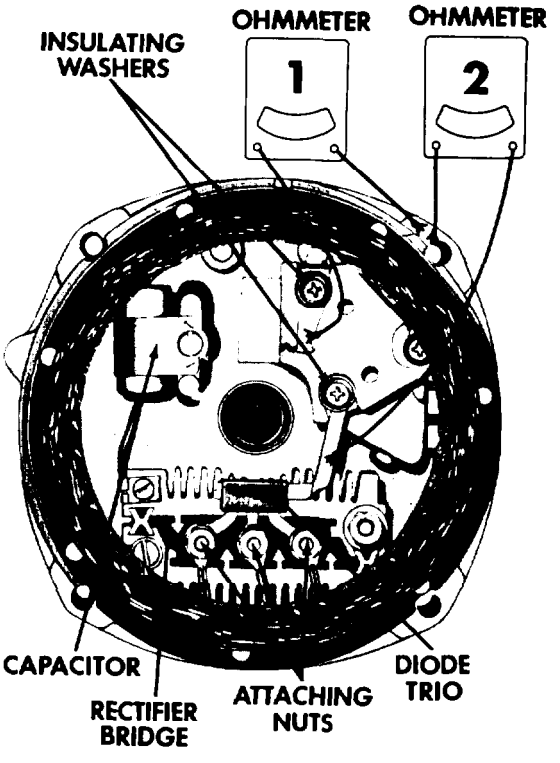

Figure 8. Inside View, Type 10-S1 End Frame Assembly. (Connect Ohmmeter to Type 27-S1 Series in same manner.)
b. Connect ohmeter using lowerst range scale from brush lead clip to end frame as shown in Step 1, Fig. 8, then reverse lead connections.
d. A grounded brush lead clip can result from omission of insulating washer (Fig. 8.), omission of insulating sleeve over screw, or damaged insulating sleeve. Remove screw to inspect sleeve. If satisfactory, replace regulator as covered under heading of "Alternator Repair".
b. Connect ohmmeter using lowest range scale from brush lead clip to end frame as shown in Step 1, Figure 8, then reverse lead connections.
d. A grounded brush lead clip can result from omission of insulating washer (Fig. 8), omission of lnsulating sleeve over screw, or damaged insulating sleeve. Remove screw to inspect sleeve If satisfactory, replace regulator as covered under heading of "ALTERNATOR REPAIR".